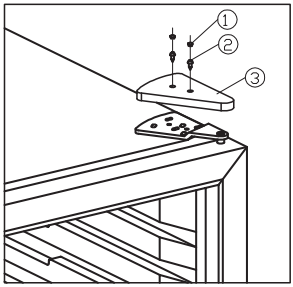

Abb. 5.1
- Die Schrauben und die Scharnierabdeckung entfernen. Siehe Abb. 5.1